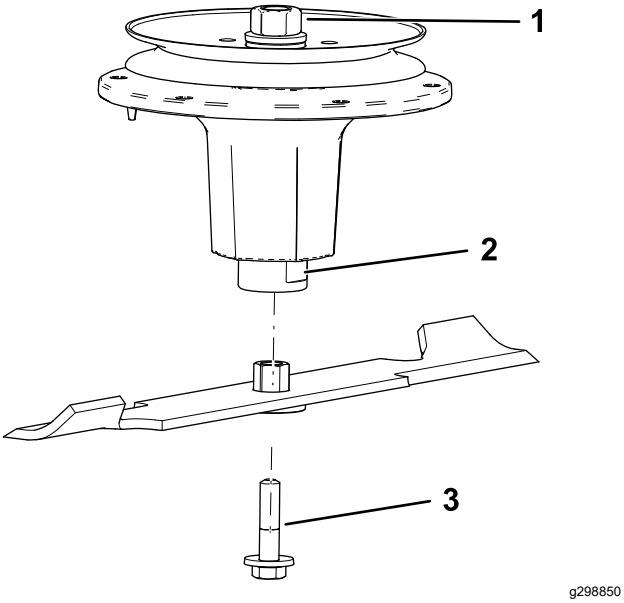

Figura 74
2. Instale o conjunto do casquilho/lâmina no eixo (Figura 74).